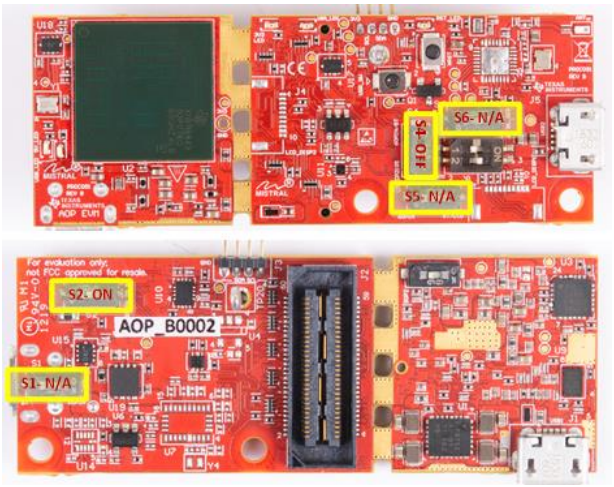
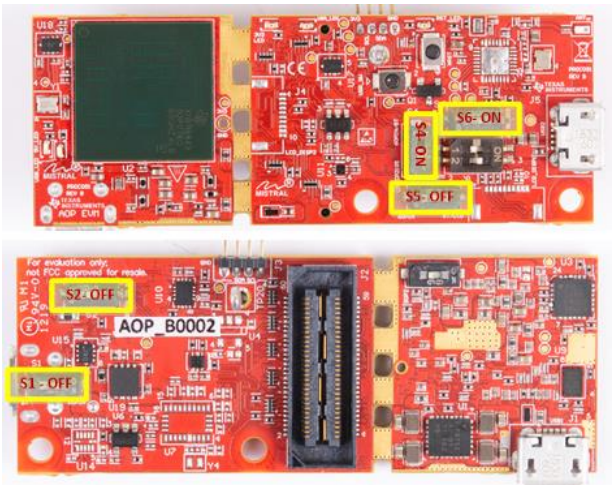

Figure 96. Switch Configuration for Modular Mode
Figure 97. Switch Configuration for BT Mode
When used in modular mode, the UART can either be routed to the SICP2015, which displays the data on the mmWave visualizer, or to other devices connected to the USB interface. The UART data can also be routed to the CC2640R2F, which transmits data to a wireless device through Bluetooth. Figure 96 shows the setup for SICP2015. Figure 97 shows the setup for CC2640R2F. (2)